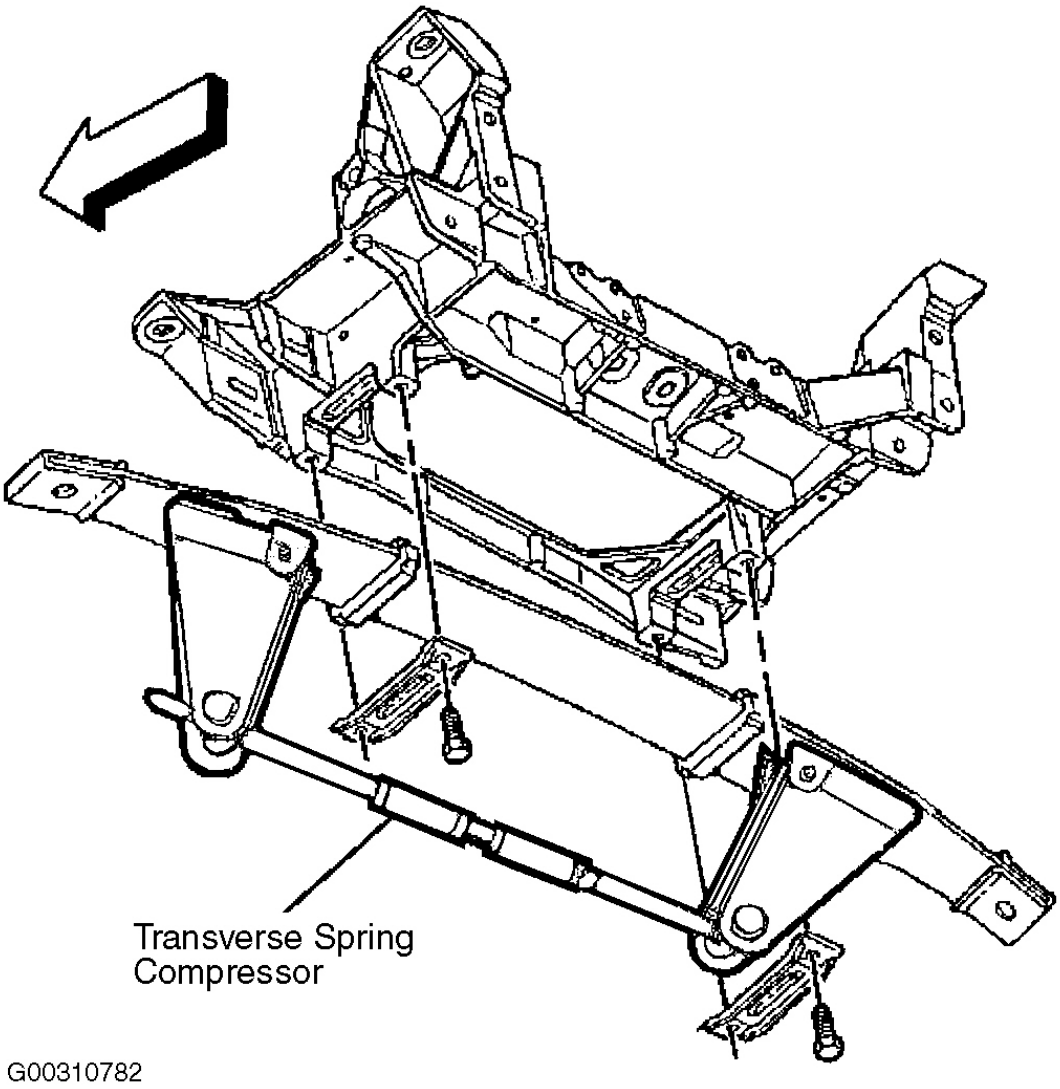

Fig. 4: Installing Transverse Spring Compressor
B. Install transverse spring compressor to the rear transverse spring, and compress the spring. See **Fig. 4** .
A. If the transverse spring is a replacement, install transverse spring compressor to the transverse spring and compress the spring. See **Fig. 4** .